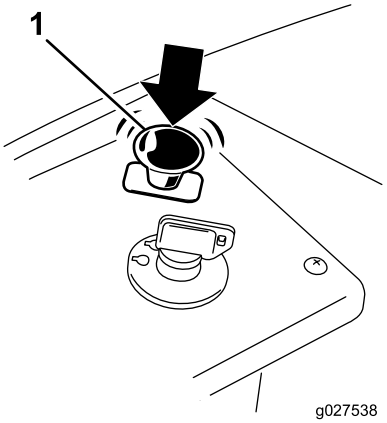

Figuur 12
1. Schakel de maaimessen uit door de aftakasschakelaar op UIT te zetten(Figuur 12).